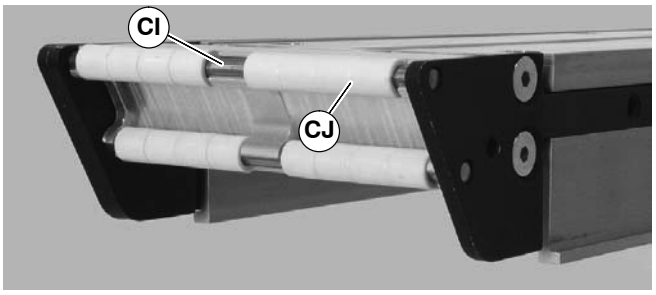

Figure 54
3. Slide bearing rods (CI of Figure 54) out side of conveyor and replace bearings (CJ) as necessary.